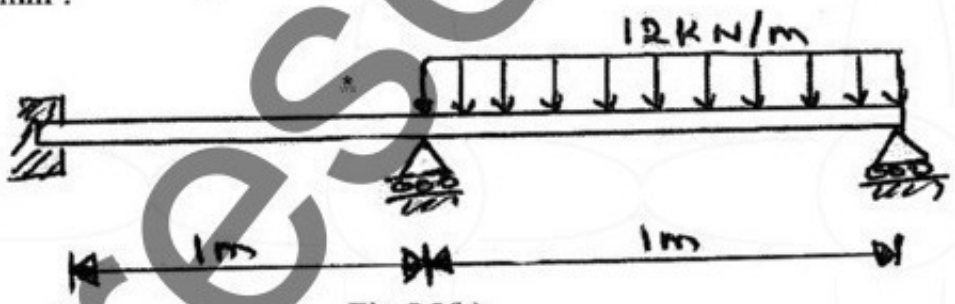

Fig.Q5(b) (10 Marks)
b. For the beam and loading shown in Fig.Q5(b), determine the slopes at 2 and 3, and the vertical deflection at the midpoint of the distributed load. Take E = 200 GPa, I = 4 × 10⁶ mm⁴.